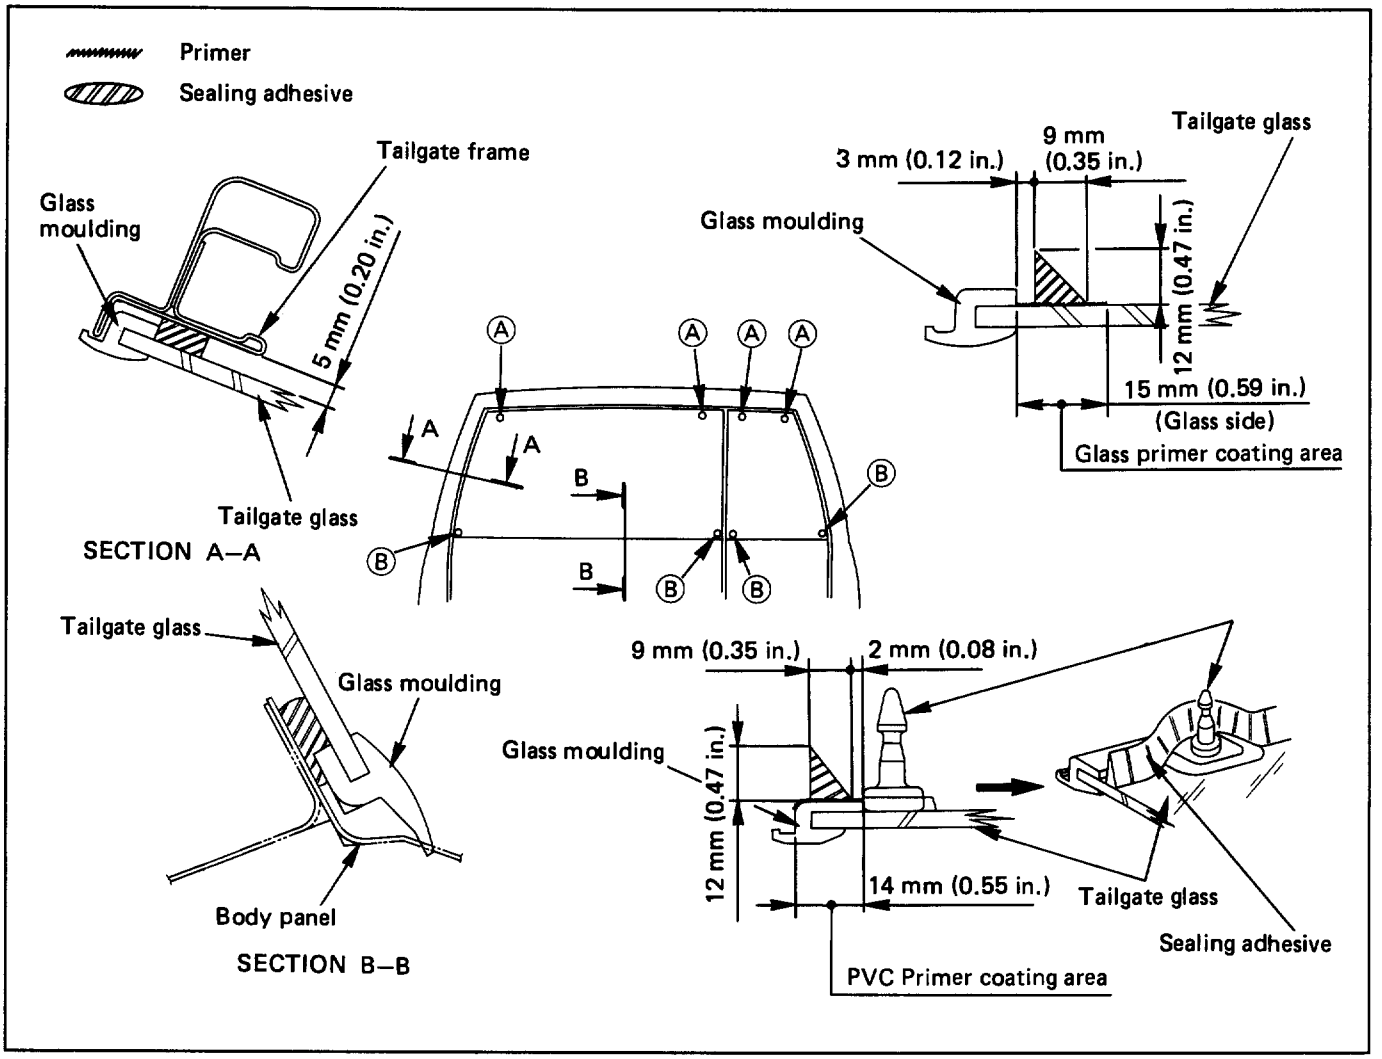

Fig. 10-271
2. **Tailgate glass (Fig. 10-271)**